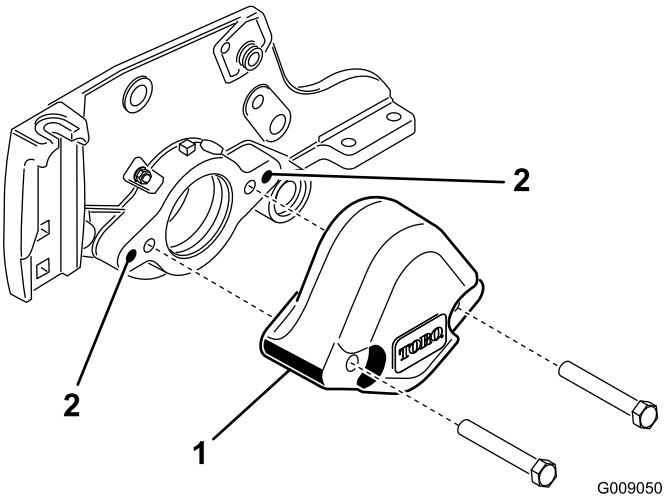

Figur 5
3. Fjern de 2 bolte, der fastgør kontravægten på venstre ende af klippeenheden. Fjern modvægten (Figur 5).
4. Med en 3/8-16-tap fjernes malingen fra de ydre monteringshuller i sidepladen (Figur 5).